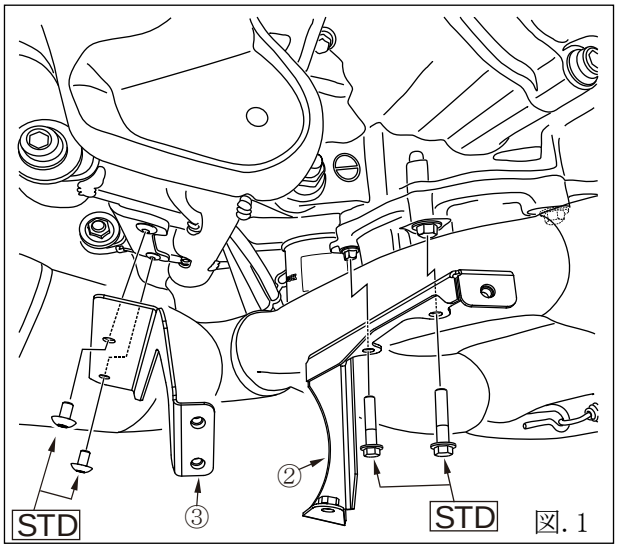

図. 1
① 図 1. を参考にオイルパンのボルトを 2 か所取り外し、STAY ASSY FRONT(部品表②)を取り付け、仮締めします。
② 部品構成表、図. 1、を参考に STAY ASSY REAR(部品表③)、STD ボルト M6X12 を使用して取り付け、仮締めします。